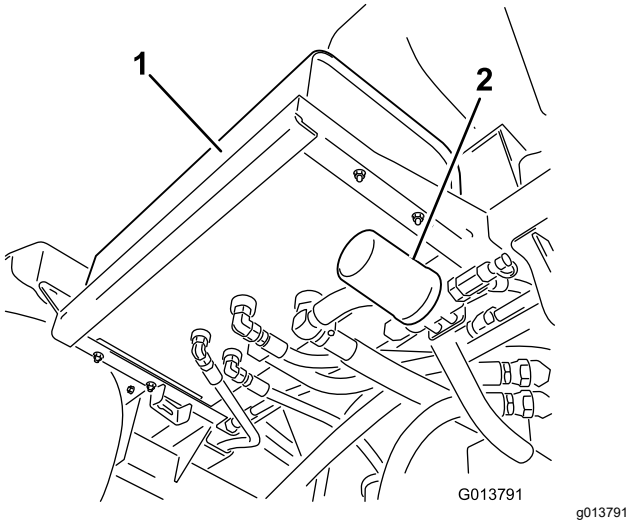
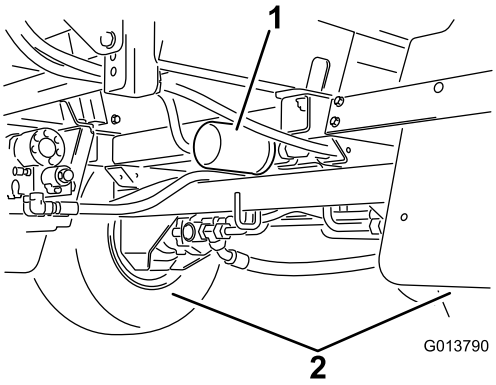

Figur 104
Figur 105
2. Leta upp maskinens två hydraulfilter (Figur 104 och Figur 105).